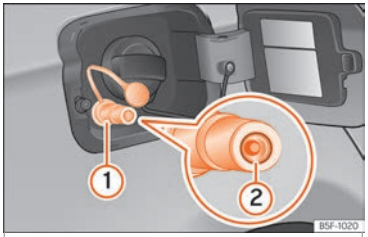

Fig. 265 Tampa do depósito aberta: bocal de enchimento de gás ①, retentor do bocal de enchimento ②.
- Destape o bocal de enchimento de gás ››› Fig. 265 ①.